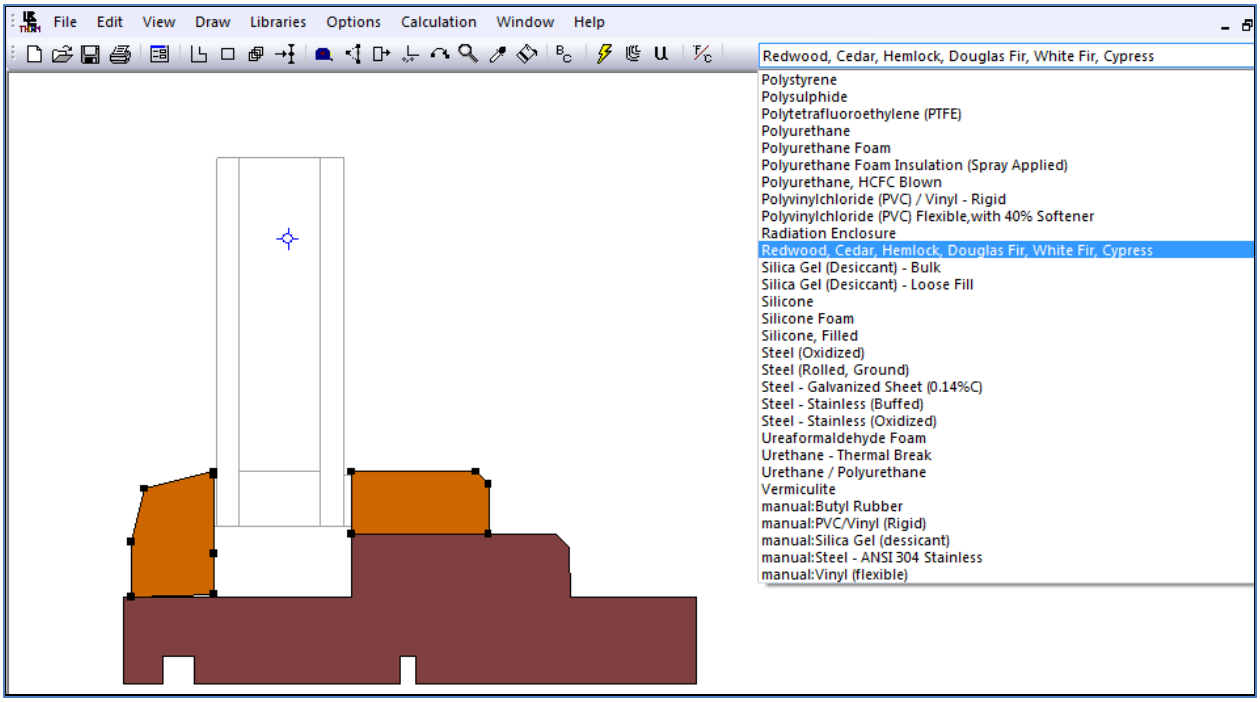

*Figure 10-9. Select multiple polygons by holding the **Shift** key down while clicking on multiple polygons.*
- Select the polygons representing the interior and exterior stop (you can select both of them by holding the **Shift** key down and clicking the left mouse button on each polygon), and select **Redwood, Cedar, Hemlock, Douglas Fir, White Fir, Cypress** from the **Materials** list, as shown in Figure 10-9.